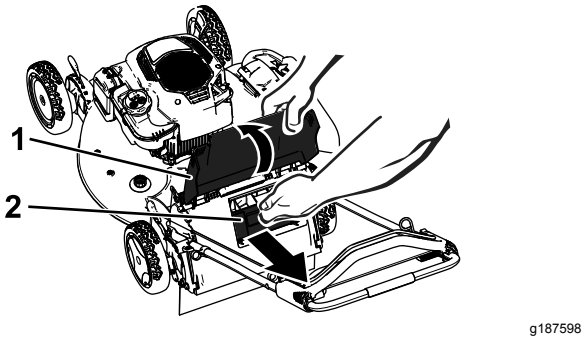

Figur 23
2. Höj och håll upp den bakre luckan (Figur 23).
3. Dra ut pluggen på baksidan (Figur 23).